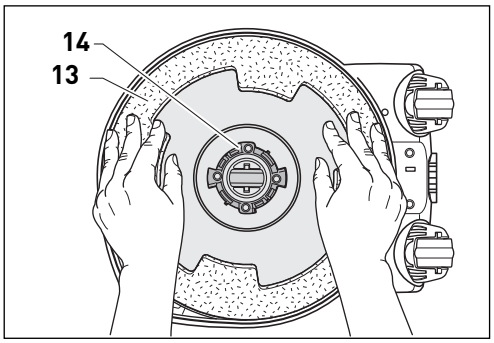

Figure 1
Fixez le patin (13) à son dispositif de retenue (14) en vous guidant avec les encoches pour une position correcte. Pressez le patin sur son dispositif de retenue (14) jusqu'à ce qu'il se bloque. Voir figure 1.